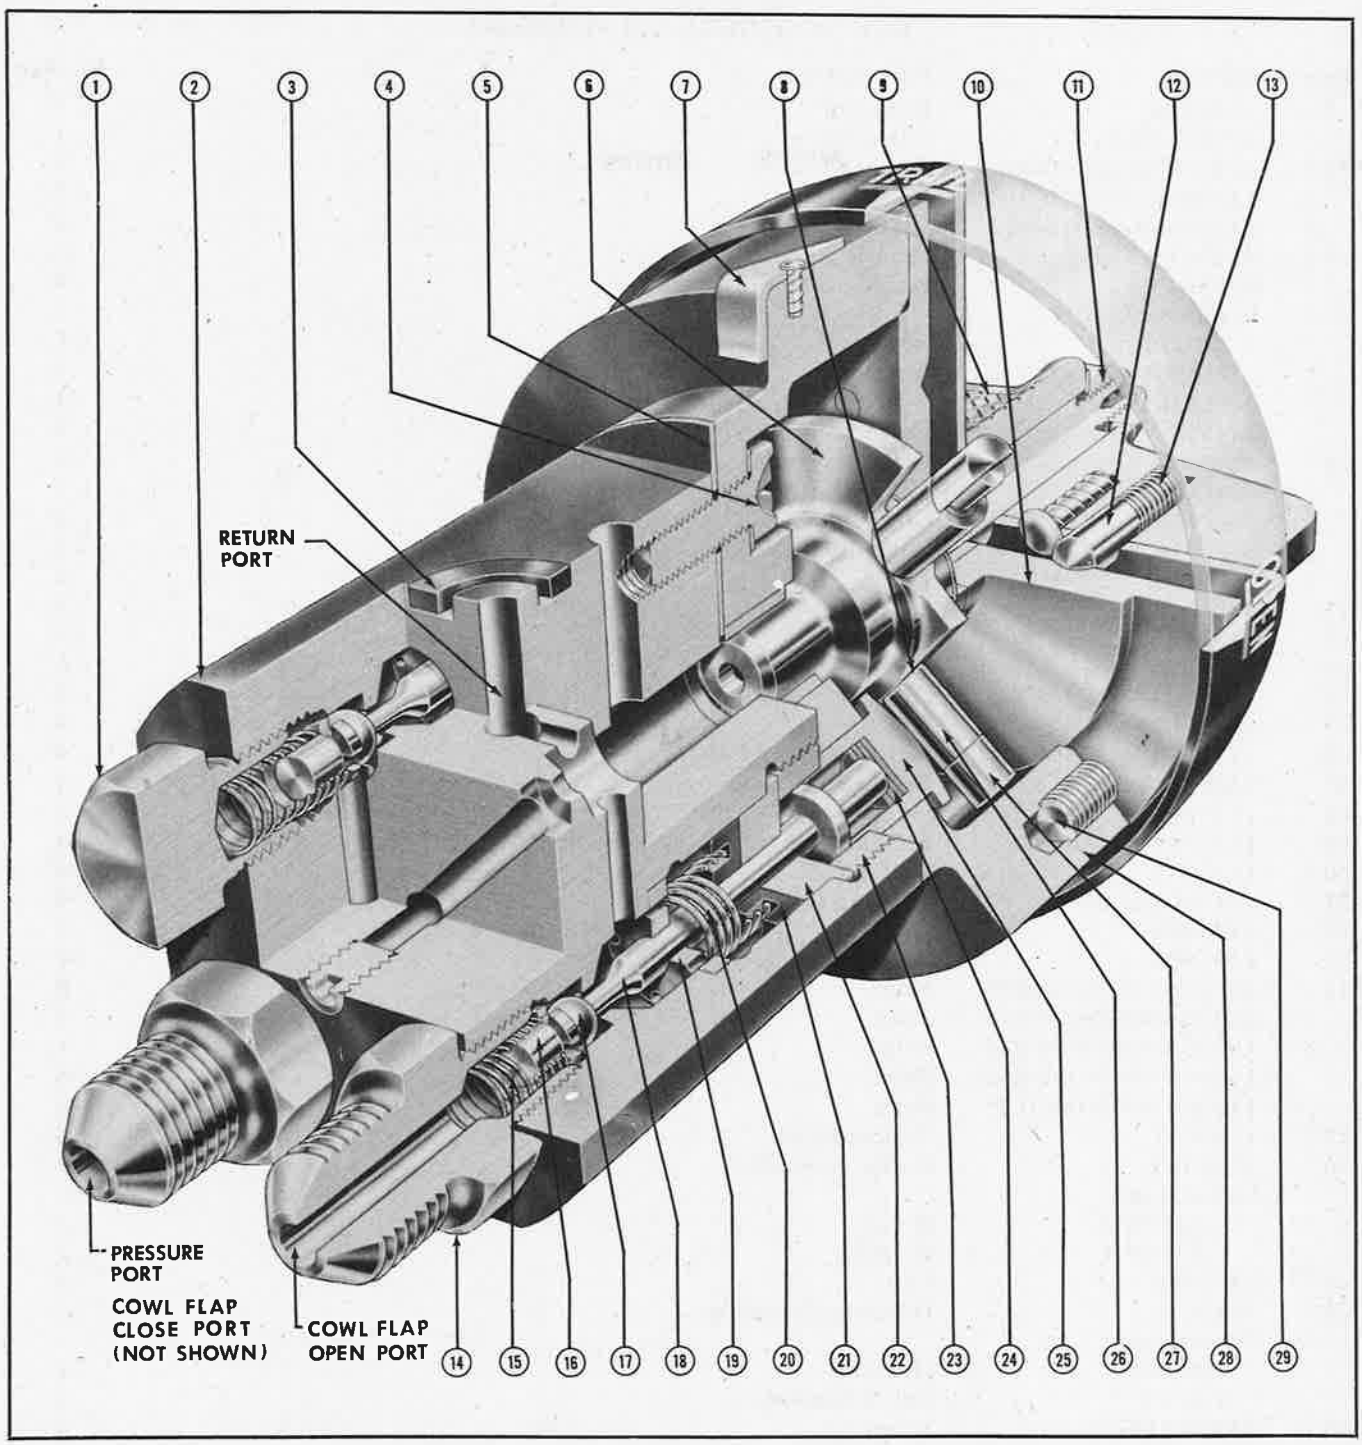

Figure 422—Cowl Flap Control Valve Assembly
2. DISASSEMBLY.—Do not attempt to disassemble this valve in the field. When the valve is disassembled, refer to figures 422 and 439, and observe the following precautions:
1. ASSEMBLY.—To assemble the cowl flap control valve refer to figures 422 and 439.
KEY TO FIGURE 422
KEY TO FIGURE 422—Continued